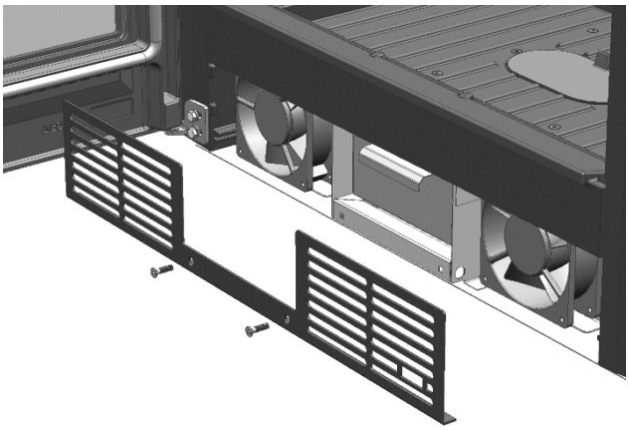

FIG. 5
1. Solte a grelha frontal desapertando os parafusos que a fixam (Fig. 5)